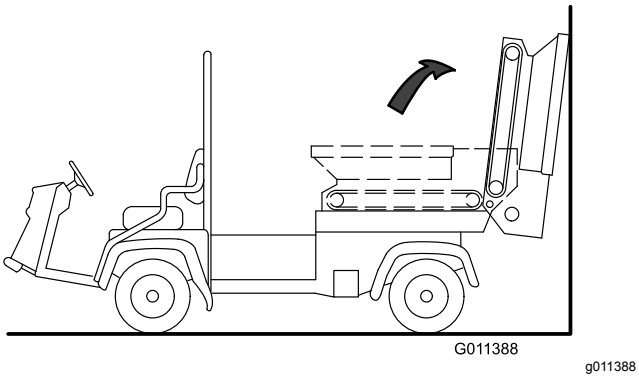

Figure 32
3. Pivot hopper rearward and lean it against wall, post, ladder, etc. (Figure 32).
Make sure that the hopper is pivoted beyond center and/or secured to wall or post to prevent it from accidentally falling on work area (Figure 32).
3. Carefully rotate the hopper down onto the slider-frame rails; refer to Figure 32 of Disassembling the Slider Bed (page 23).